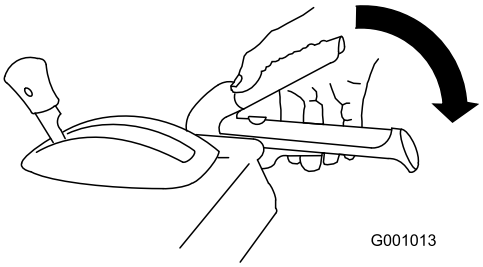

Figuur 15
3. Om de borstel in te schakelen drukt u de rechter borstelhendel naar de handgreep (Figuur 15).